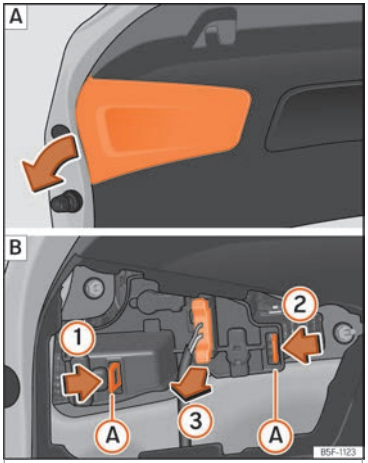

Fig. 117 Remove the cover from the boot lid and detach the bulb holder.
– Remove the rear lid cover in the direction indicated ››› Fig. 117 A.
– Unlock the retaining tabs Ⓐ of the bulb holder, following the direction of arrows ① and ② ››› Fig. 117 B.
– Remove the bulb holder, moving it in the direction of arrow ③ ››› Fig. 117 B.
– Reinstall the bulb holder, making sure that locking clips Ⓐ ››› Fig. 117 B are properly clipped on.